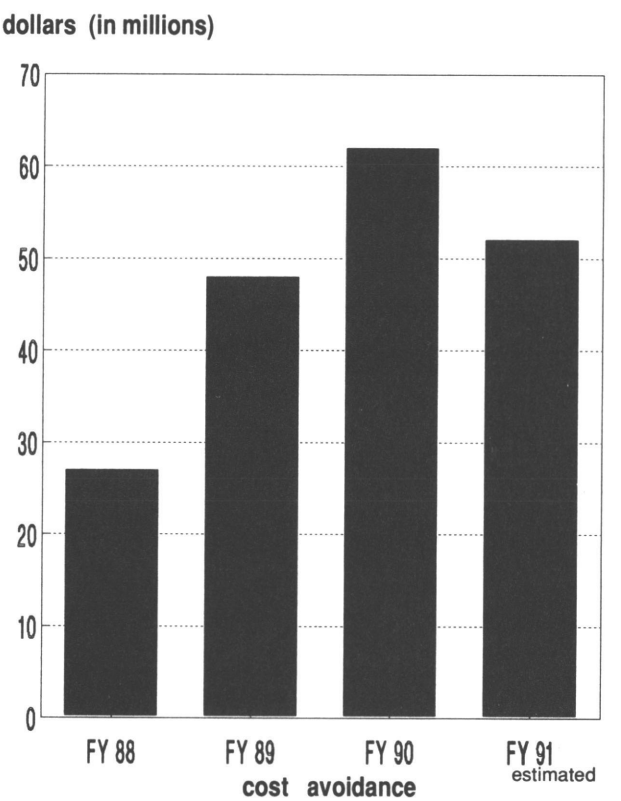

FIGURE 2: Cost avoidance over the past 3 years has been estimated at $ 188.9 million.
It is difficult at times to measure all the benefits of the 2410 system; however, in one area it is relatively easy. That one area is cost avoidance (CA). We realize a CA when we prevent premature overhaul or a component scrappage, and the Army does not have to buy a replacement item or prematurely fund the cost of repair. Therefore, our CA is that portion of the repair or replacement cost that is avoided. The growth in our annual CA has been dramatic and is a direct reflection on the increased receipt of timely and accurate 2410s. The chart at figure 2 shows the dynamic growth in our CA over the past 3 years.